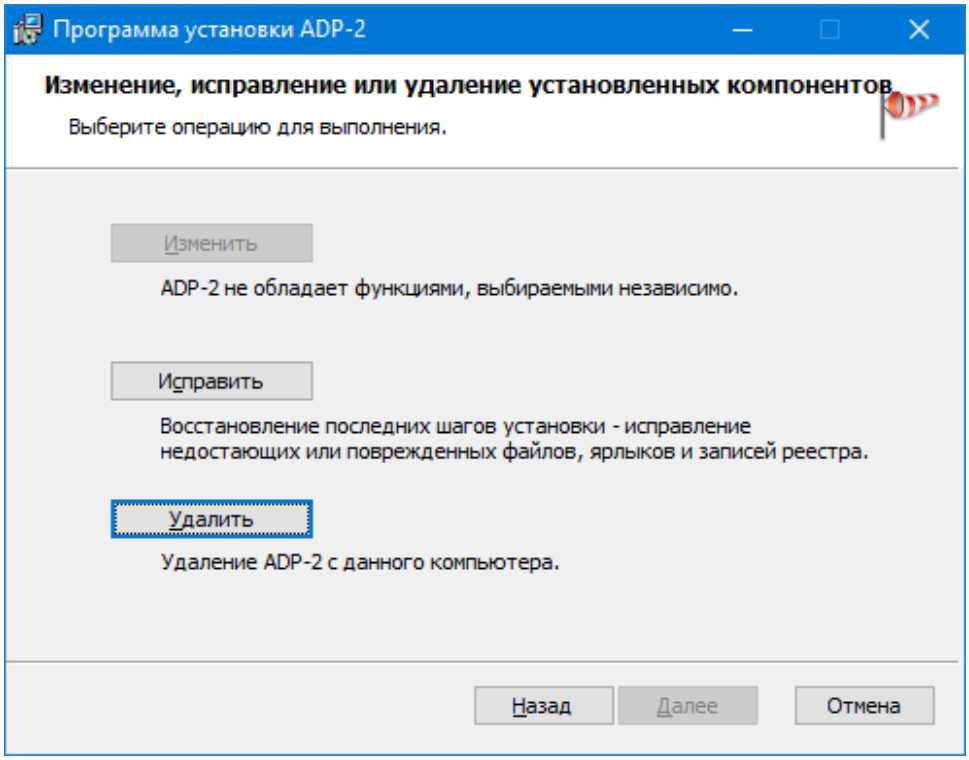

Рис. 2.9 – Выбор действия удаления программы
2. Выбор действия удаления программы (рис. 2.9).